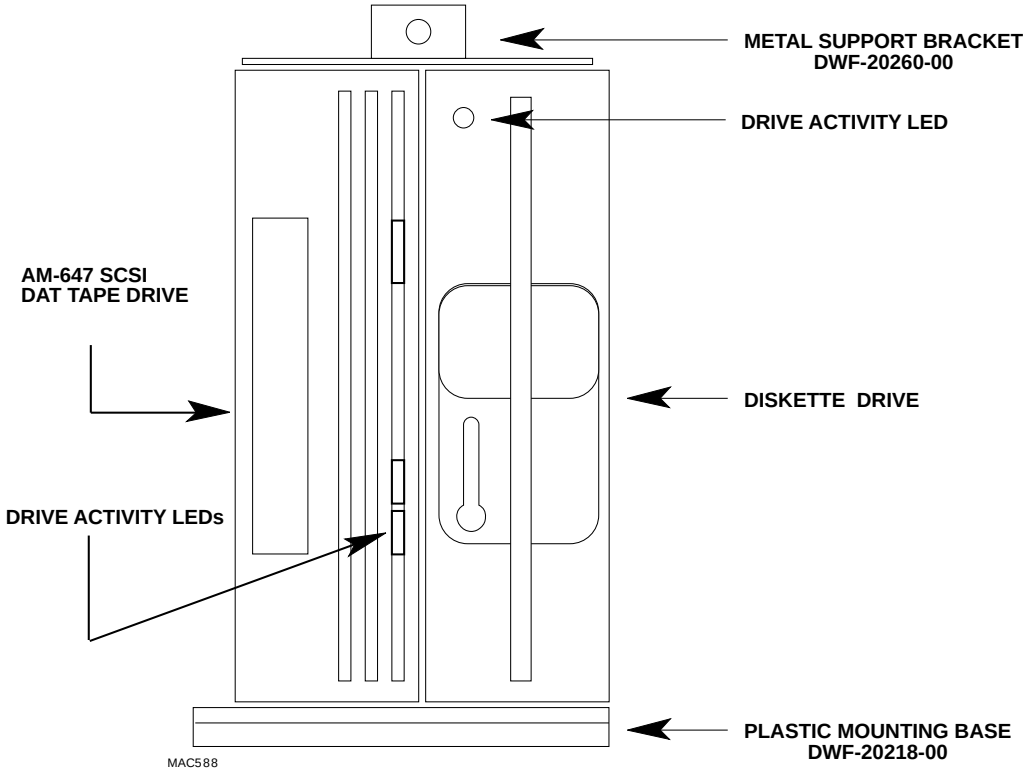
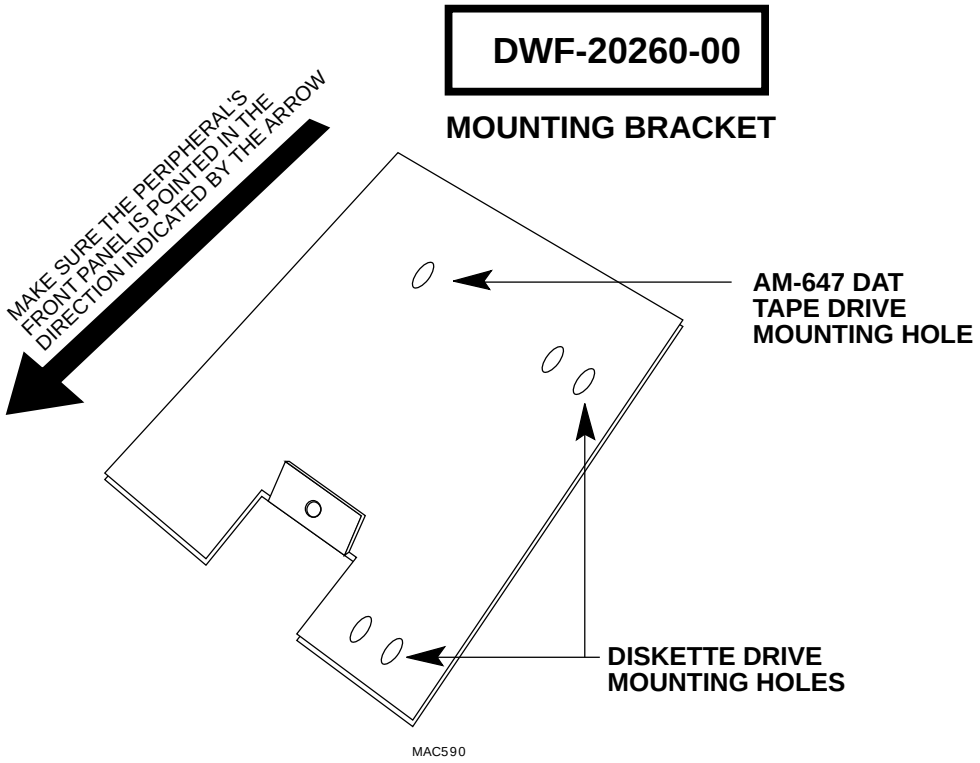

Figure 2. DAT Tape Drive Mounting Assembly
Figure 4. Metal Support Bracket
1. The drive sets on top of the plastic mounting base with its status LEDs located nearest the plastic mounting base. This will insure the drive is in its proper operational position for both pedestal and rack mount computers. See Figure 2.
4. Install the two screws (included in the mounting kit) that hold the plastic mounting base to the drive. If you are installing a diskette drive or a 1/4" streaming tape drive along with your DAT drive, this drive would be mounted next to the DAT drive, as shown in Figure 2.
6. The metal support bracket sets on top of the drive assembly as shown in Figure 2. Position the bracket so the mounting hole shown in Figure 4 aligns with the screw hole on the side of the DAT drive. At the same time, the screw hole in the metal support bracket designed to attach the drive assembly to the front bezel must also be in alignment with the screw hole in the front bezel.